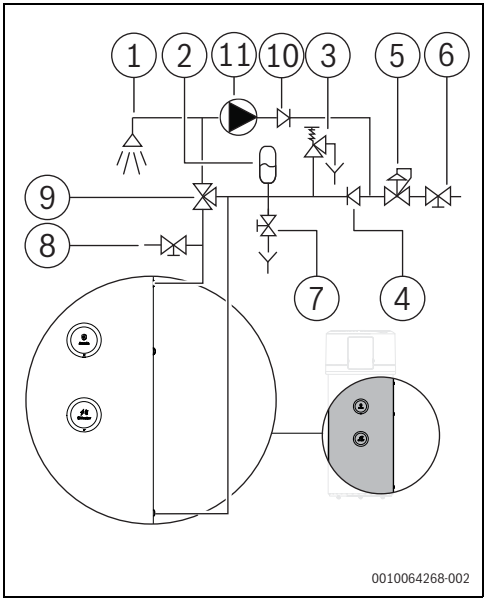

Bild 26 Zirkulation über den Kaltwassereintritt
▶ Wird das Zirkulationssystem nur bei Bedarf aktiviert, wenn Warmwasser entnommen werden soll, muss der Rücklauf des Systems über den Kaltwassereintritt geführt und der Zirkulationskreis wie in Bild 26 konfiguriert werden. In diesem Fall muss der zusätzliche hydraulische Anschluss verschlossen werden.